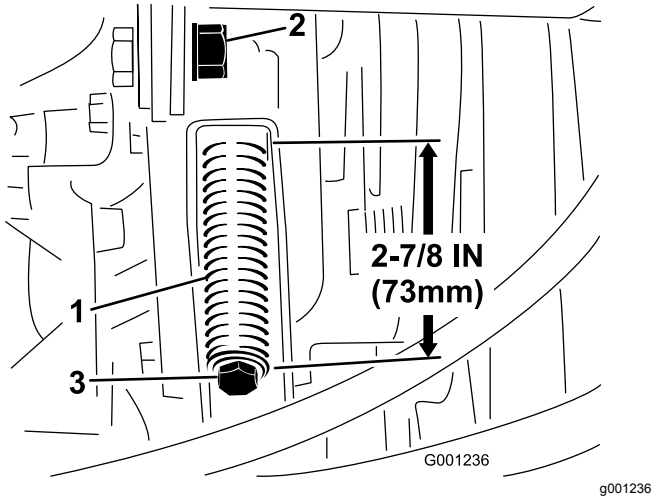

Figuur 73
3. Draai de contramoer van de spanstang los (Figuur 73).
4. Gebruik een ½ inch sleutel om de spanveer van de riem strakker of losser te zetten (Figuur 73). Stel de veer in tot ze een lengte van 73 mm heeft.
4. Zet de spanveer van de riem (Figuur 73) met behulp van een ½ inch sleutel helemaal los.
6. Plaats de nieuwe aftakasriem en stel de poelieveer weer in op een lengte van 73 mm (Figuur 73).
7. Draai de contramoer vast (Figuur 73) en sluit de motorkap.